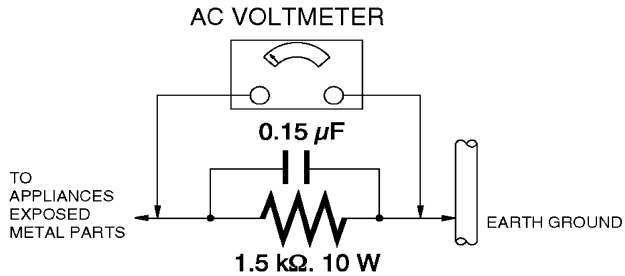

Figure 1
1.3. Leakage Current Hot Check (See Figure 1)
2. Connect a 1.5kΩ, 10 W resistor, in parallel with a 0.15μF capacitor, between each exposed metallic part on the set and a good earth ground, as shown in Figure 1.